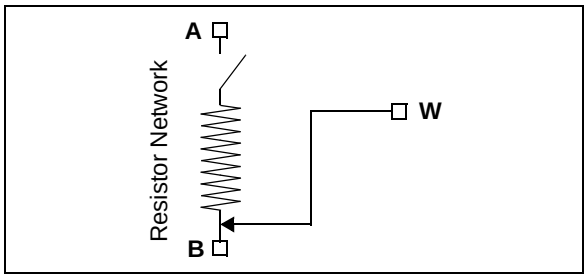

FIGURE 5-2: *Resistor Network Shutdown State (RxHW = '0').*
- The P0W, P1W, P2W, and P3W terminals are simultaneously connect to the P0B, P1B, P2B, and P3B terminals, respectively (see Figure 5-2)